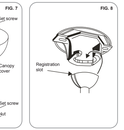

FIG. 8
Step 6. Now lift motor assembly into position and place hanger ball into hanger bracket. Rotate until the check groove has dropped into the registration slot and seats firmly. (Fig 8) Rod should not rotate if this is done correctly.